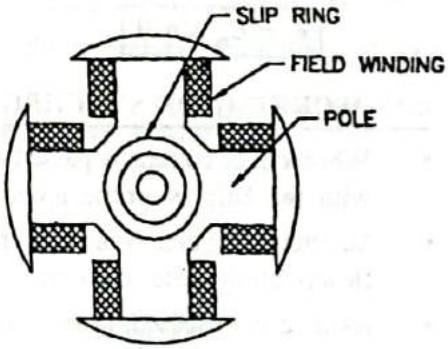

**FIG. 4.48 : SALIENT POLE ROTOR**
- In Fig. 4.48 view of a 4 pole salient pole type rotor is shown.
**(2) Cylindrical rotor :**